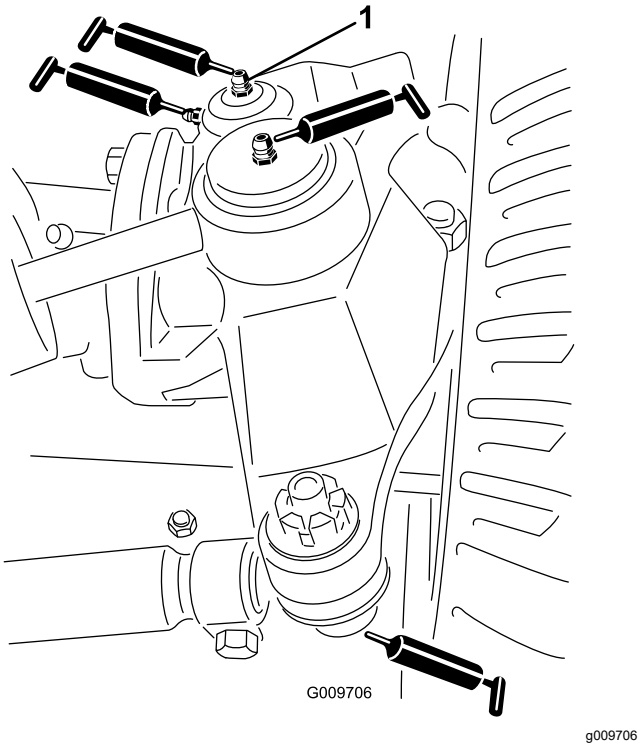

**Figuur 83**
- Kogelverbinding van stuurcilinder (2); zie Figuur 83
- Kogelverbinding van trekstang (2); zie Figuur 83
- Lagerbussen van koppelpen (2); zie Figuur 83